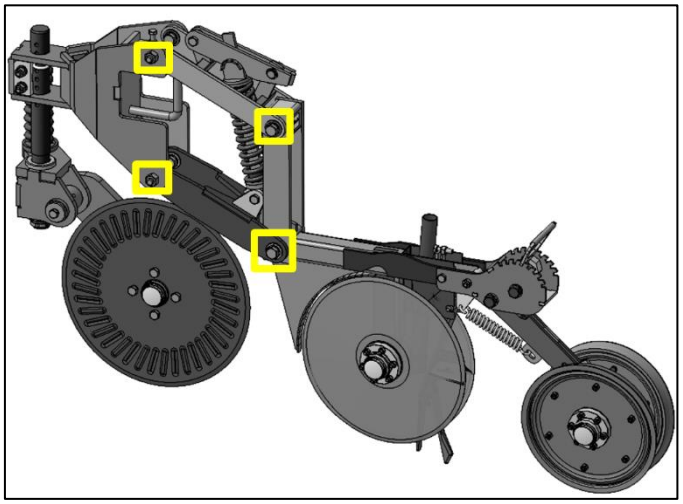

Рисунок 52 – Втулки параллелограммного механизма сошника
6.2.8 Обильно смазать машинным маслом 8 втулок с двух сторон параллелограмма сошника, рис. 52.